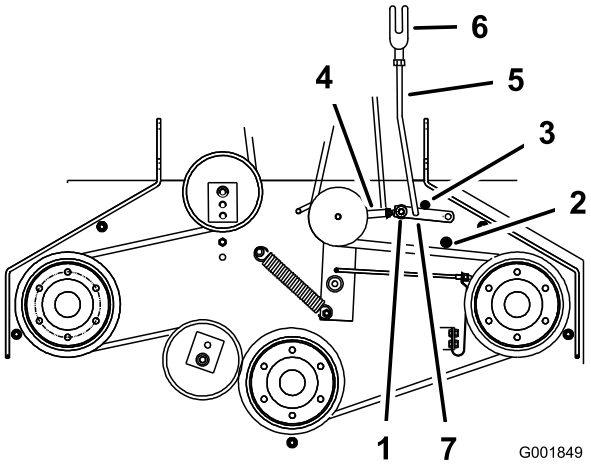

Figur 48
5. Se till att stödarmen ligger an mot det bakre stödarmsanslaget på däcket (Figur 48).
7. Stödarmen ska ligga an mot det främre stödarmsanslaget på däcket. Om den inte ligger an justerar du vinkelhävarmen så att den ligger närmare stödvinkeln (Figur 48).
8. Justera stödarmslänken genom att avlägsna hårnålssprinten från stödarmen (Figur 48).
11. Montera stödarmslänken i stödarmen och säkra den med hårnålssprinten (Figur 48).